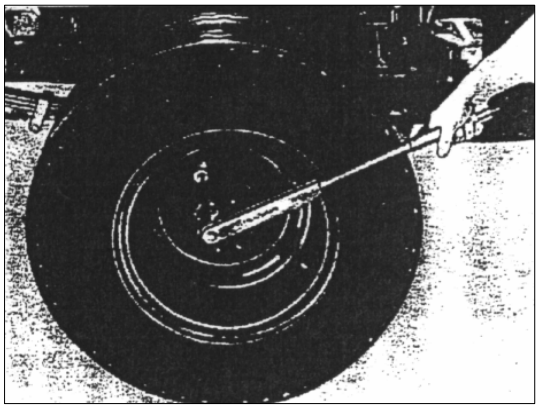

РИС. 308
6) Затяните гайки крепления колес с крутящим моментом в 35-40 кг·м. (см. рис.308).